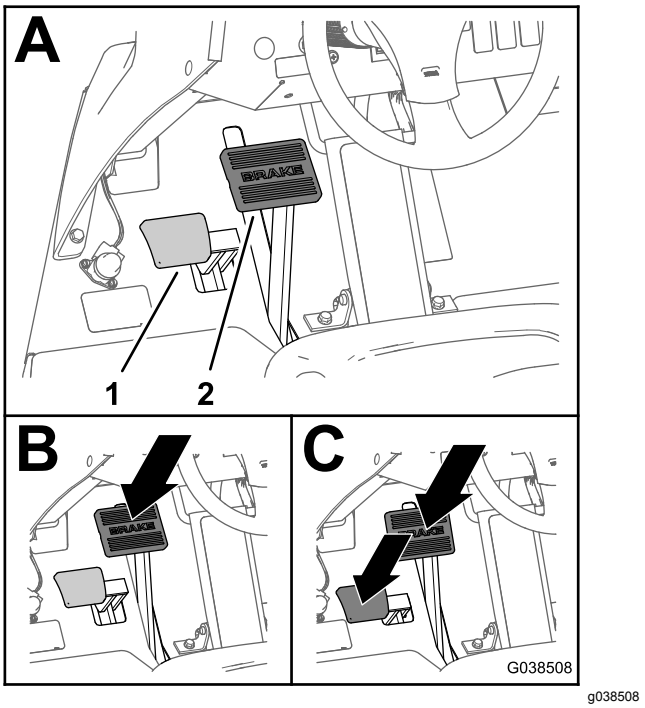

Figur 19
1. Trykk ned bremsepedalen (Figur 19).
2. Samtidig som du trykker ned bremsepedalen, trykker du ned parkeringsbremsepedalen (Figur 19).